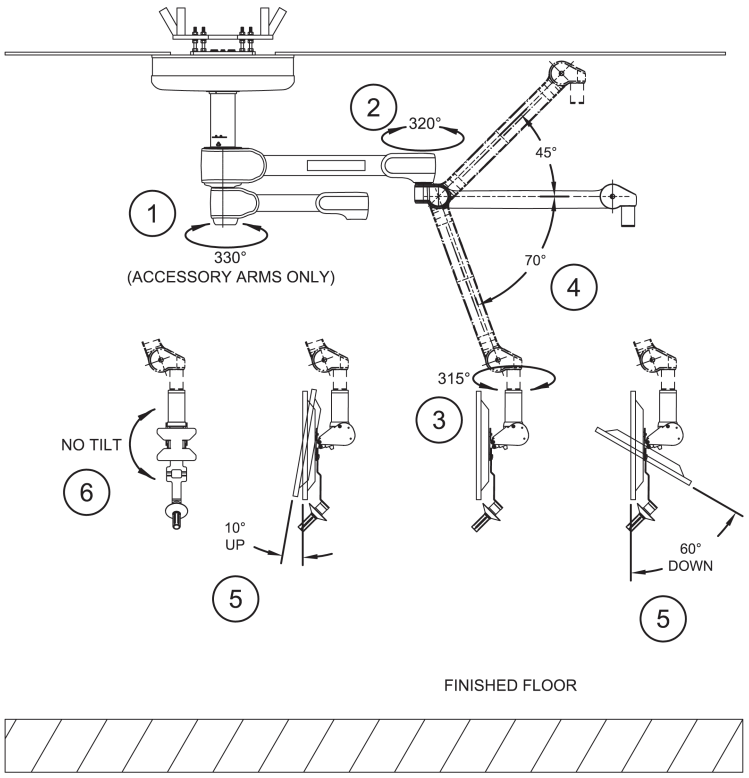

Figure 6-43. Surgical Lighting System Monitor Arm
Monitor arms are capable of the following articulations: (1) rotate 330° at the central spindle; (2) rotate 320° at the horizontal extension arm; (3) rotate 315° at the yoke transition; (4) move up by pivoting at spring arm knuckle 45° up; move down by pivoting at spring arm knuckle 70° down. Flat panel monitor (FPM) yoke tilts (5) forward 10° or backward 60° in yoke. See *Figure 6-43*.